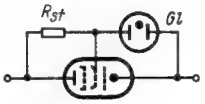

*Bild 24. Anwendung einer Pentode als Längsröhre*
6. Der Durchgriff der Regelröhre soll möglichst klein sein. Diese Bedingung führt dazu, u. U. als Längsröhre eine Pentode zu verwenden. In diesem Fall ist aber eine besondere Stabilisierung der Schirmgitterspannung erforderlich (Bild 24).